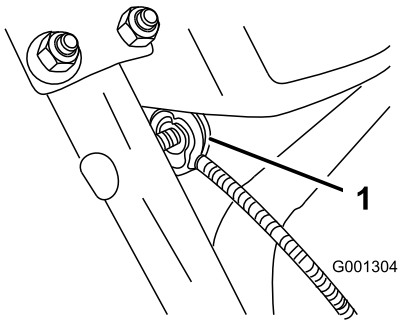

Figur 7
3. Fjern møtrikken og skiven fra håndtaget, fastgør kablets kabelklemme til håndtaget, monter skiven og møtrikken, og spænd møtrikken med fingrene (Figur 7).